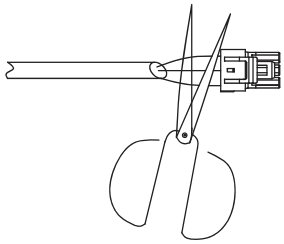

Fig. 7 —Shearing Outdoor Connector
See Fig. 6 and Fig. 7.
1. Cut the connector on the outdoor unit side as shown in Fig. 7.